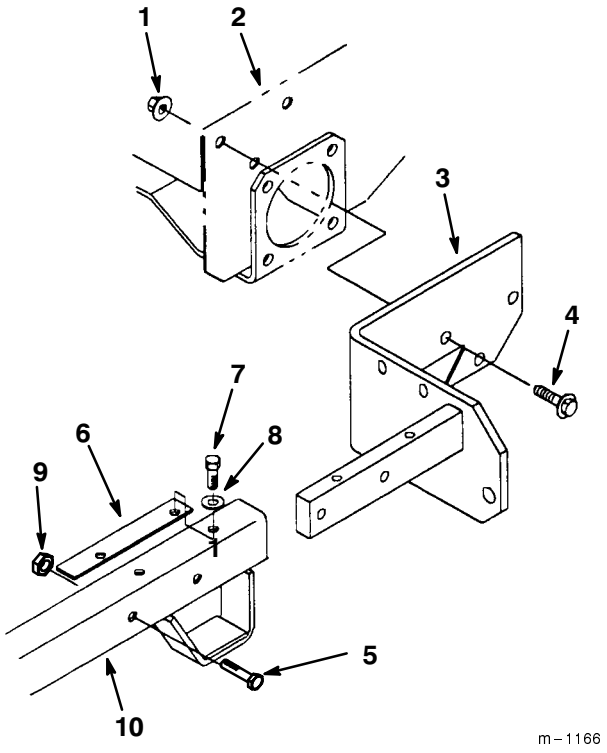

Figure 5
1. Fasten the angle brackets to the traction unit frame with the six (6) 1/2”-13 x 25 mm (1”) hex head flange bolts and flange locknuts. Position the bottom locknuts on the outside of the angle brackets. Torque the fasteners to 81–109 N•M (60–80 ft.-lbs) (Fig 5).
2. Attach the carrier frame to the angle brackets with the four (4) 3/8”-16 x 44 mm (1-3/4”) hex head bolts and locknuts. Note that the locknuts must be on the outside of the carrier frame. Leave the locknuts loose to allow movement between the carrier frame and angle brackets (Fig 5).
3. Install the shims between the carrier frame and angle brackets. Align the holes in the shims with the top holes in the carrier frame and angle brackets (Fig. 5).
4. Install the four (4) 3/8”-16 x 22 mm (7/8”) hex head screws with flat washers through the carrier frame and shims, and into the threaded holes in the top of the angle brackets. Torque the hex head screws to 37–45 N•m (27–33 ft.-lb) (Fig. 5).
5. Torque the four (4) 3/8”-16 x 44 mm (1-3/4”) hex head bolts and locknuts to 37–45 N•m (27–33 ft.-lb) (Fig. 5).